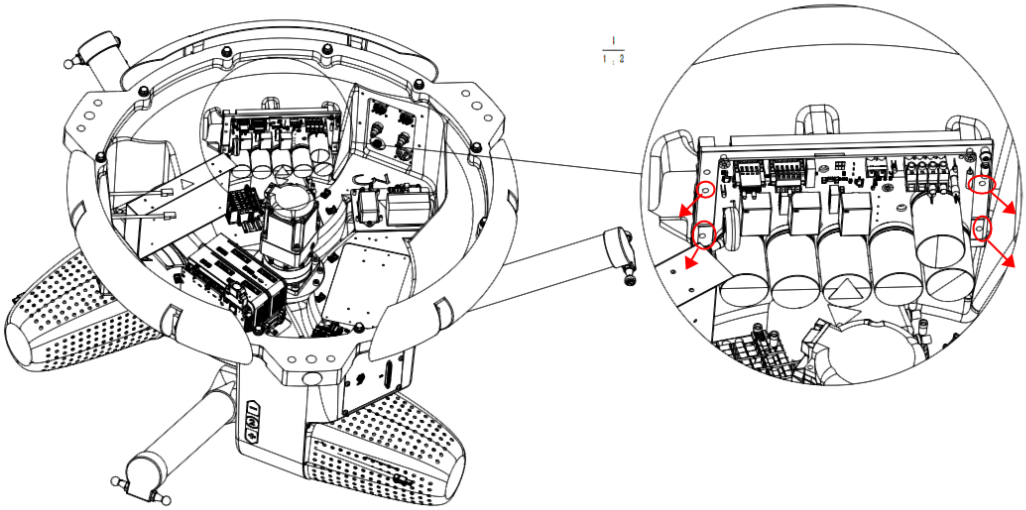

Figure 4-17 Remove the fixing screws on the QBUS-3kW module
**Step 3** Use a No. 3 Allen key to loosen and remove the four fixing screws on the QBUS-3kW module, as shown in Figure 4-17.